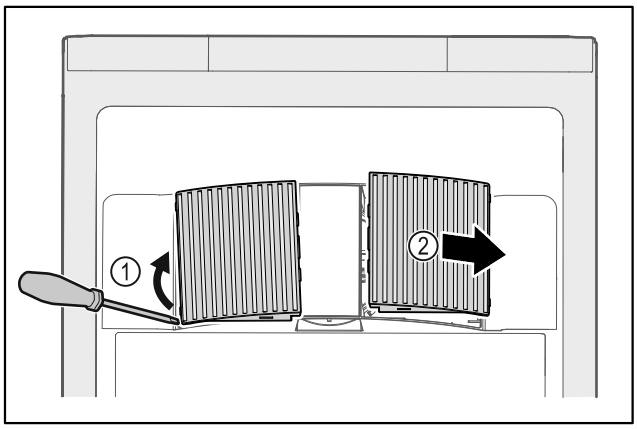

Fig. 59
▶ Carefully lever out fan covers from the side *Fig. 59 (1)* and remove towards the front *Fig. 59 (2)*.